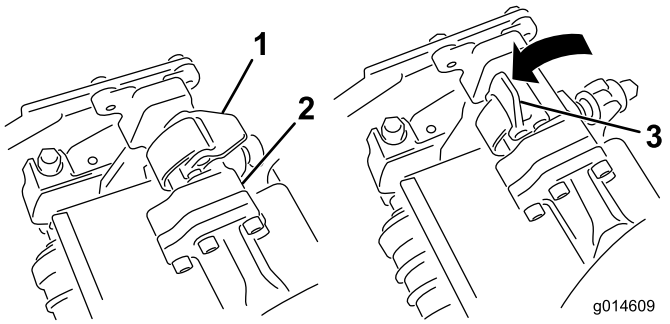

**Figur 12**
5. Mens låsehåndtagene på affjedringsarmen peger opad (dvs. er åbne) (Figur 12), skal du skubbe
6. Luk låsehåndtagene ned og omkring klippeenhedens stang, og lås dem på plads (Figur 12).